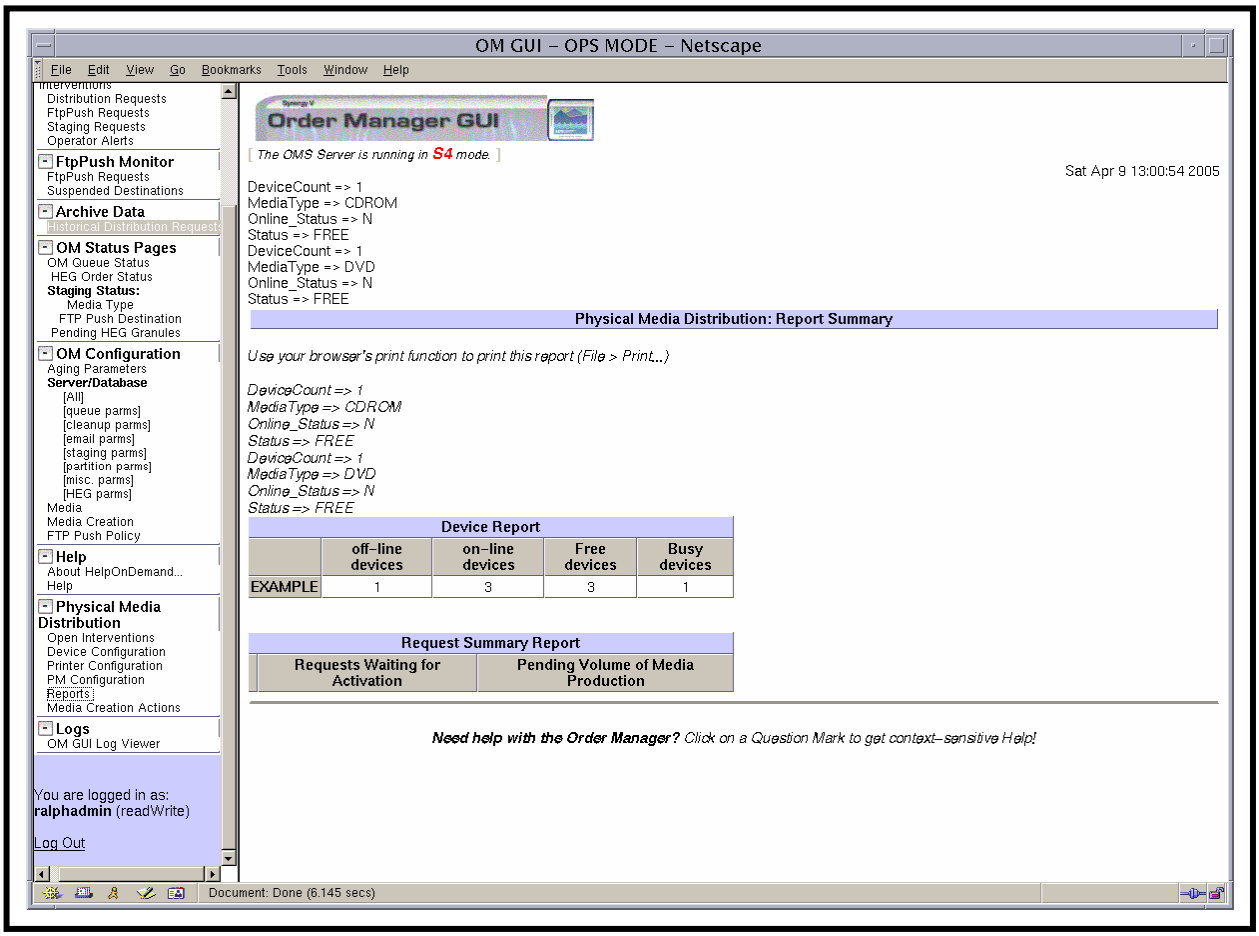

Figure 84. PMD Report Summary Page
The **PMD Report Summary** page (Figure 84) is located under the **Physical Media Distribution** menu. The reports are displayed in HTML through the browser. By using the browser's built-in and convenient print function, the reports can be printed with the formatting intact.
- The **PMD Report Summary** page (Figure 84) is displayed.